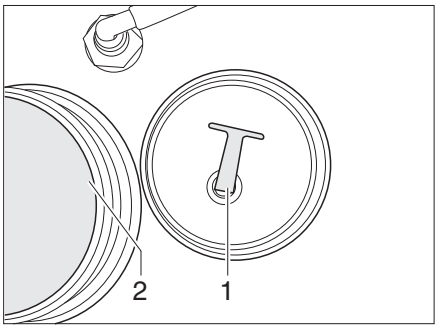

Fig. 136 Water tank
- Unscrew the cap (Fig. 136,2) on the water tank.
- Remove the stopper (Fig. 136,1) from the drainage opening. The water drains off.